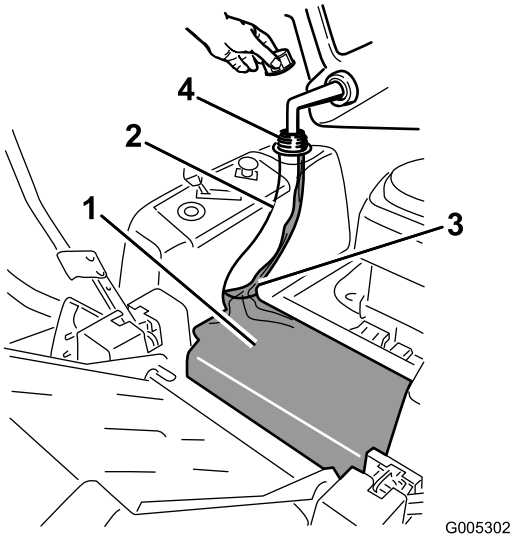

Figur 9
3. Häll i blyfri regularbensin så att själva tanken fylls men bensinen inte når upp i tankens påfyllningsrör (Figur 9). Det lediga utrymmet i påfyllningsröret behövs för bensinens expansion. Fyll inte tanken helt full.